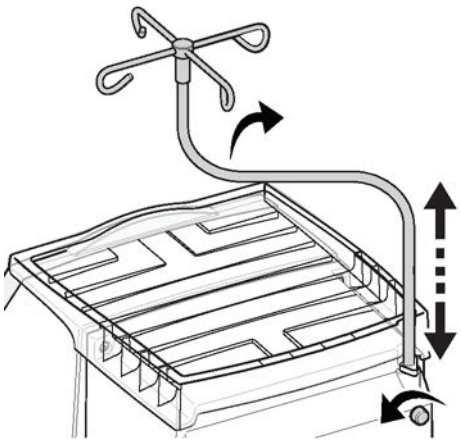

Figure 2-11. Infusion stand
2) Install the infusion stand according to Figure 2-11 "Infusion stand" on page 27.